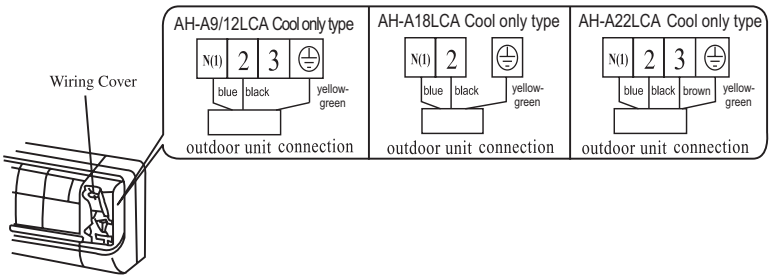

Fig.6
2.Remove the wiring cover Fig.6.